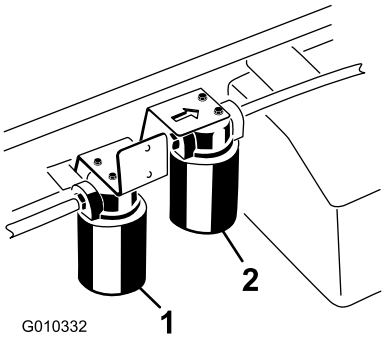

Figuur 74
2. Reinig de omgeving van de plaats waar het filter wordt gemonteerd. Plaats een opvangbak onder het filter en verwijder het filter (Figuur 74).
1. Reinig de omgeving van de plaats waar het filter wordt gemonteerd (Figuur 74). Plaats een opvangbak onder het filter en verwijder het filter.